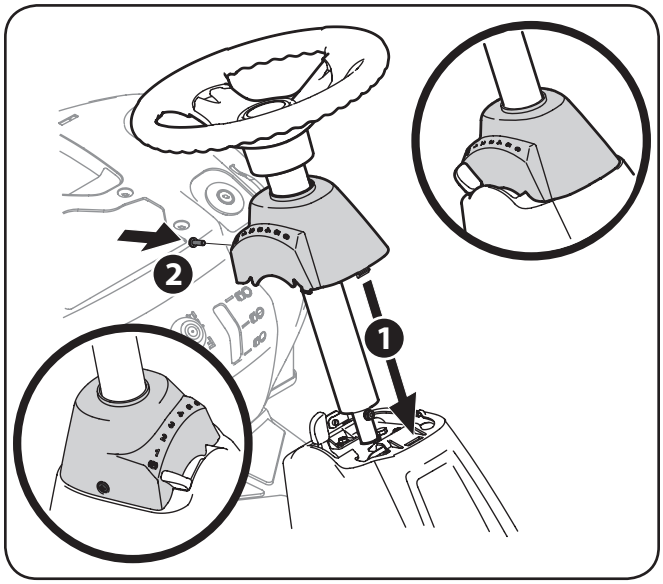

Figure 3-3
7. Slide the Pedestal cap down onto the tractor (1) and slighty rotate to the right to clip into place. Secure the pedestal with the hex screw (2) previously removed. See Figure 3-3.